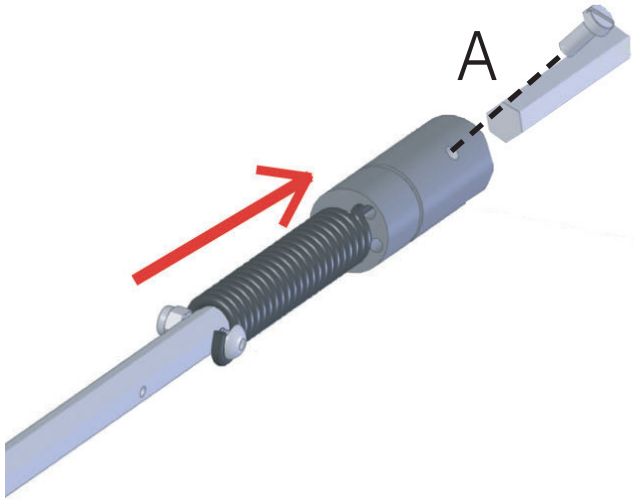

Fig. 8
3) Introduire l'axe dans le bâti moteur et serrer fortement la vis A. (Fig. 8)